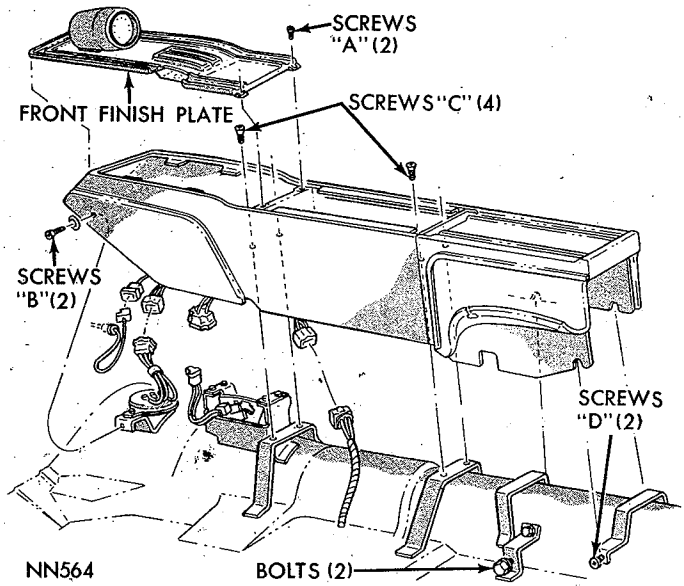

***Fig. 21—Removing or Installing Console (Belvedere and Fury Models)***
(3) **Belvedere and Fury Models:** Remove two screws "A" from rear end of upper finish plate (Fig. 21). Raise rear end of plate and work it rearward to disengage from front of console. Remove console retaining screws and bolts, raise console enough to disconnect dial lamp and other electrical connections, then lift off console assembly.